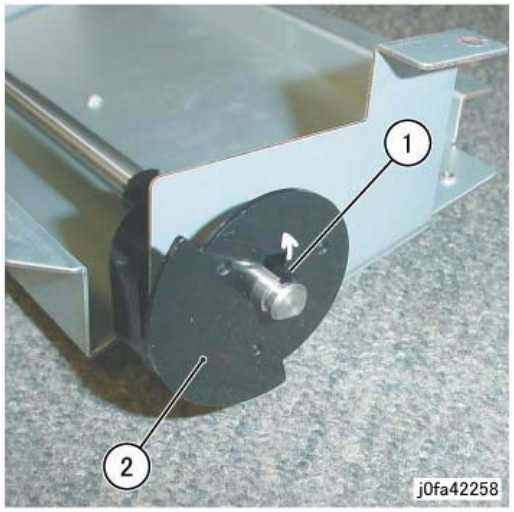

Figure 7 Removing the Actuator
12. Remove the Actuator (Figure 7):